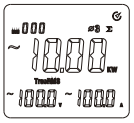

rys. 7-6
* Aby zmierzyć całkowitą moc trójfazową, naciśnij przycisk Σ ponownie, aby zapisać w sumatorze moc trzeciej fazy, (patrz rys. 7-6).